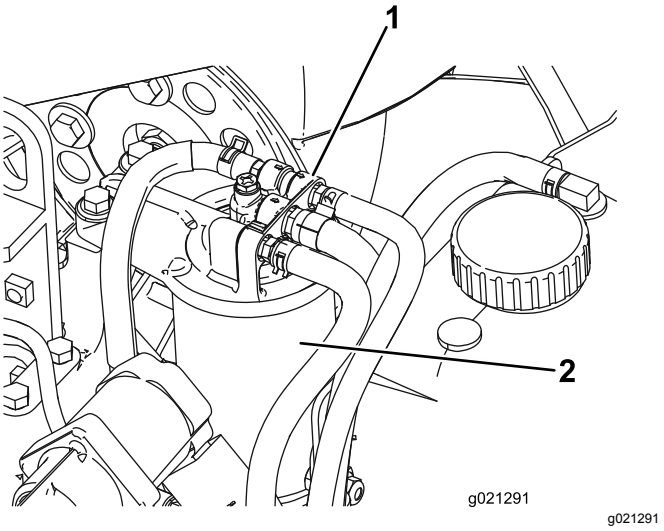

Figur 63
1. Rengjør området rundt motordrivstoff-filteret (Figur 63).
2. Fjern filteret og rengjør hodemonteringsoverflaten (Figur 63).